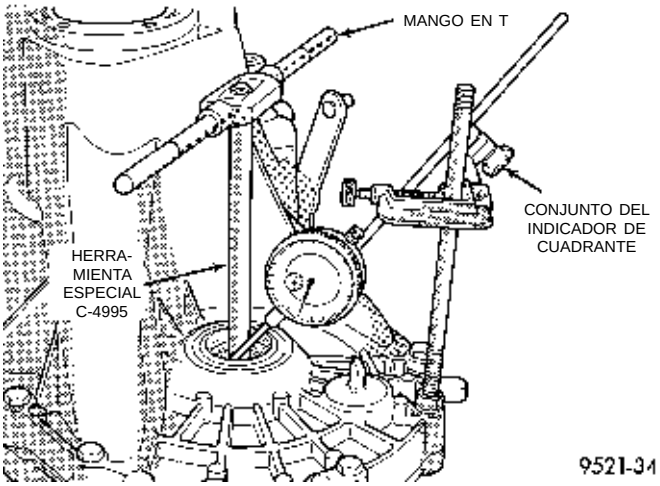

Fig. 76 Verificación del juego longitudinal de cojinetes del diferencial para determinar el espesor de los espaciadores
(1) Retire la cubeta de cojinete y el espaciador existente de la caja de la cubierta del conversor del embrague.
(2) Aloje la nueva cubeta de cojinete en la caja de la cubierta del conversor (o utilice una cubeta que se haya esmerilado en el borde externo para facilitar la medición).
(3) Aloje la nueva cubeta de cojinete en el costado de la caja de engranajes.
(4) Lubrique los cojinetes del diferencial con líquido para transejes manuales Mopar® tipo M.S. 9417. Instale el conjunto del diferencial en la caja de engranajes del transeje. Monte la cubierta de conversor del embrague sobre la caja de engranajes. Instale y apriete los pernos de la caja con una torsión de 29 N·m (21 lbs. pie).
(5) Emplace el transeje con la cubierta del conversor boca abajo en el banco de trabajo mediante gatos de carpintero. Emplace el indicador de cuadrante.
(6) Aplique una carga mediana al diferencial mediante la herramienta C-4995 y un mango en T, en sentido descendente. Haga rodar el conjunto del diferencial hacia adelante y atrás varias veces. De esta forma se asentarán los cojinetes. Ponga a cero el indicador de cuadrante. Para obtener lecturas de juego longitudinal, aplique una carga mediana en sentido ascendente mientras hace rodar el conjunto del diferencial hacia adelante y atrás (Fig. 76). Registre el juego longitudinal.
(7) El espaciador requerido para la carga correcta del cojinete es **el total del juego longitudinal más un ajuste previo (constante) de 0,18 mm (0,007 pulg.).** Nunca combine espaciadores para obtener el ajuste previo necesario.
(8) Retire los pernos de la caja. Desmonte la cubeta de cojinete del diferencial de la cubierta del conversor del embrague. Instale los espaciadores seleccionados en el Paso 7. Aloje luego la cubeta de cojinete en la cubierta del conversor del embrague.